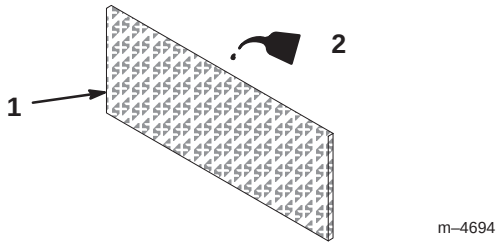

Figure 26
3. Put one or two ounces (30 or 60 ml) of oil on the element (Fig. 26), and squeeze the element to distribute the oil.